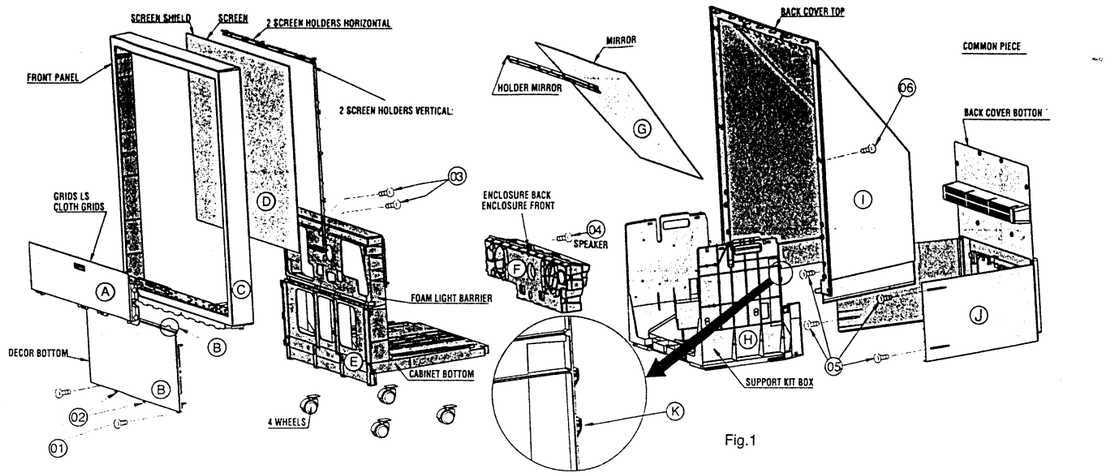
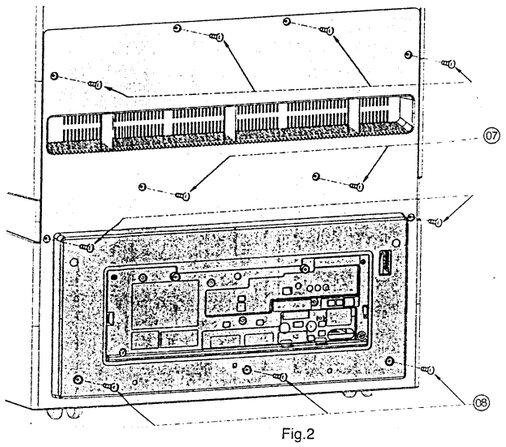
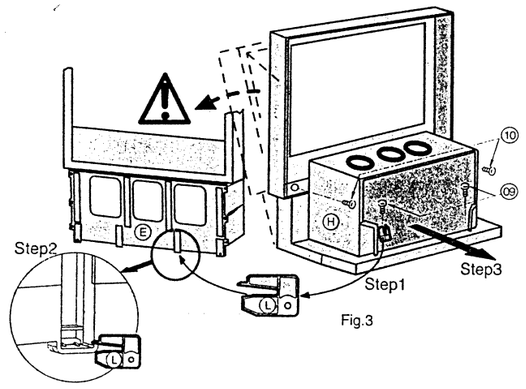

Fig.1
Fig.2
Fig.3
- Remove the screws **(01)** (fig. 1). Release the plastic securing hook **(02)** lifting them with a screwdriver. Then pull the decor bottom **(B)**.
- Remove the four screws **(05)** (fig. 1) and the eight screws **(07)** (fig. 2) fixing the bottom back cover to the top back cover and located at the back of the set.
- Remove the three securing screws **(08)** (fig. 2) fixing the bottom back cover to kit box support.
- Remove the bottom back cover **(J)** (fig. 1).
- Lift the top back cover **(I)** (fig. 1) to disengage it from the securing hooks **(K)** (fig. 1), ⚠ taking care not to damage the screen.
- Remove the top back cover (I).
- Remove the securing screws **(09)** of the kit box **(H)** (fig. 3). Remove the wedge **(L)** screwed at the left side of the chassis (fig. 3, step1) before removing the kit box and insert it in the hole of the cabinet downer **(E)** as shown fig. 3 (step 2). This is to avoid the "front and screen" assembly seesawing and screen damage.
- Remove kit box **(H)** as shown fig. 3 (step 3).
- Remove the two securing screws **(03)** (fig.1) located on both side of the loudspeaker assembly securing screw. Also remove the two screws **(10)** (fig. 3).
- Retirer les **vis (01)** (Fig. 1). Soulever à l'aide d'un tournevis les languettes inférieures de maintien **(02).** Puis déboîter le panneau de décoration **(B).**
- Retirer les quatre vis **(05)** (Fig.1) et les huits vis **(07)** (Fig.2) à l'arrière, qui relient les 2 caches haut et bas.
- Retirer ensuite les trois vis **(08)** (Fig.2) qui fixent le cache bas sur le socle.
- Oter le cache arrière bas **(J)** (Fig.1).
- Soulever le cache arrière supérieur **(I)** (Fig.1) pour le dégager des crochets de maintien **(K)** (Fig.1) ⚠ **Prendre garde de ne pas détériorer l'écran.**
- Retirer les vis de fixation **(09)** du KIT BOX **(H)** et **récupérer** lors de cette opération la pièce **anti-bascule (L)** à installer à l'avant de la façade - écran **(E)** comme indiqué en figure 3 avant de retirer le KIT BOX.Ceci pour éviter que l'ensemble "façade-écran" bascule vers l'avant et détériore l'écran.
- Retirer les deux vis de fixation **(03)** (de part et d'autre de la vis de fixation du coffret HP) et les deux vis **(10)** (Fig.3).
- Entfernen Sie die Schrauben **(01)** (Abb. 1). Entriegeln Sie durch Anheben mit einem Schraubendreher die Kunststoffhaken **(2).** Ziehen Sie die untere Frontabdeckung nach vorne ab.
- Entfernen Sie die vier Schrauben **(5)** (Abb. 1) und die acht Schrauben **(07)** (Abb. 2). Die letzteren befinden sich an der Geräterückseite und verbinden die untere Geräterückwand mit der oberen Geräterückwand.
- Entfernen Sie die drei Befestigungsschrauben **(08)** (Abb. 2), mit denen die Kitbox-Halterung an der unteren Geräterückwand befestigt ist.
- Entfernen Sie die untere Geräterückwand **(J)** (Abb. 1)
- Heben Sie die obere Gehäuserückwand (I) an, um Sie aus den Sicherungshaken **(K)** (Abb.1) zu lösen. ⚠ Achten Sie darauf, den Bildschirm nicht zu beschädigen.
- Entfernen Sie die Befestigungsschrauben **(9)** der Kitbox **(H)** (Abb. 3). Vor dem Herausziehen der Kitbox schrauben Sie den Stützwinkel **(L)** von der linken Seite des Chassis ab (Abb. 3, Step 1) und stecken ihn (wie in Abb. 3 (Step 2)) in die Öffnung im Gehäuseunterteil **(E).** Der Stützwinkel verhindert ein Kippen der Front-/Bildschirmeinheit nach vorne.
- Ziehen Sie die Kitbox **(H)** wie in Abb. 3 (Step 3) zunächst nur ein Stück heraus und lösen die Verbinder zur Frontverbinder-Platine und zum Netzschalter. Dann kann die Kitbox vollständig herausgezogen werden.